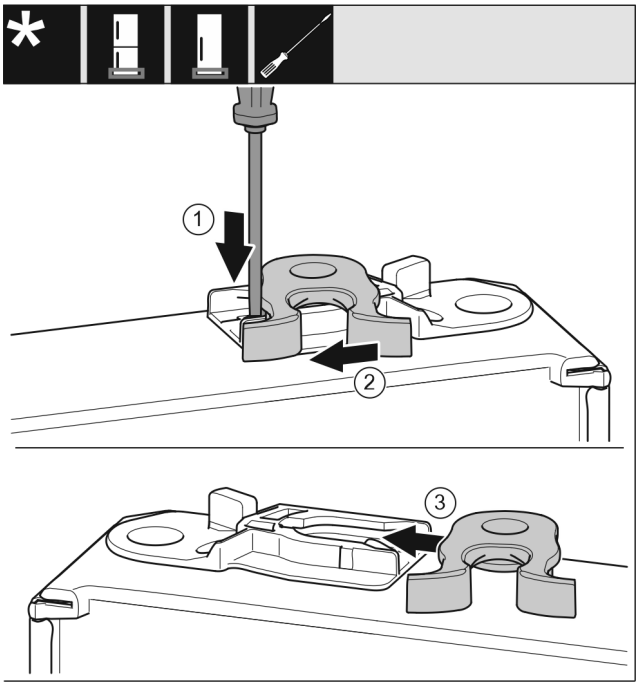

Fig. 23
- ▶ Lasche *Fig. 23 (1)* mit Schlitzschraubendreher nach unten drücken.
- ▶ Schließhaken *Fig. 23 (2)* aus Führung ziehen.
- ▶ Schließhaken *Fig. 23 (3)* auf anderer Seite in Führung schieben.